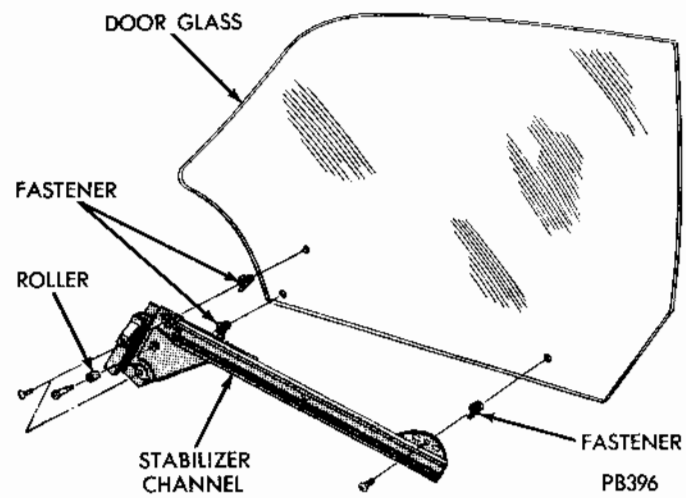

Fig. 2 - Front Glass Attachment
(1) Remove screws attaching stabilizer channel to glass (Fig. 2).
(2) Raise door glass assembly out of door.
(4) Remove fasteners.